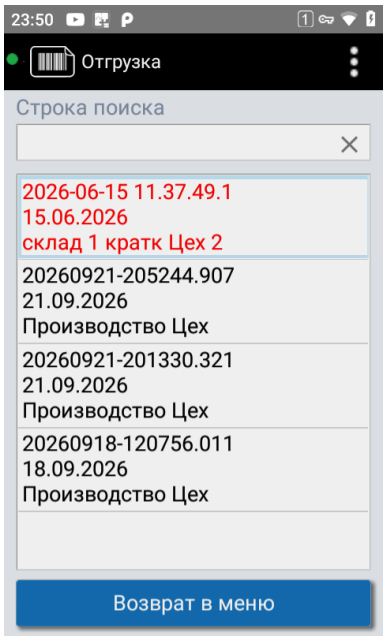

Рисунок 48. Документы межцехового перемещения (ИРК)
1. Нажмите «Межцеховая» и выберите склад. Откроется список документов (см. Рисунок 48). Для каждого документа выводятся номер, дата и получатель. Если включён параметр «показ номера партии в документе-требовании межцехового перемещения», выводится и номер партии.